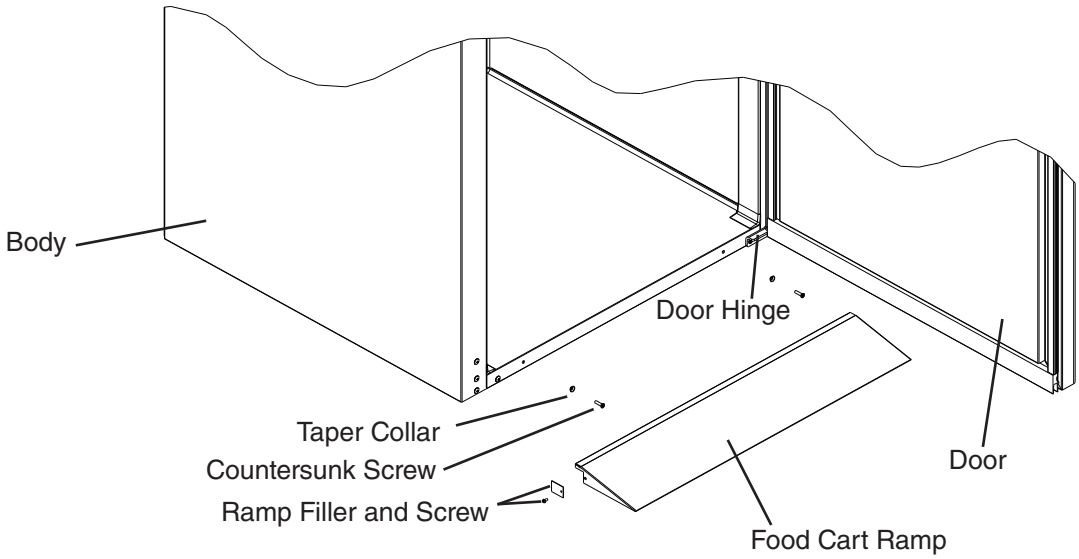

Fig. 11
1) Attach the taper collars and countersunk screws to the body. See Fig. 11.